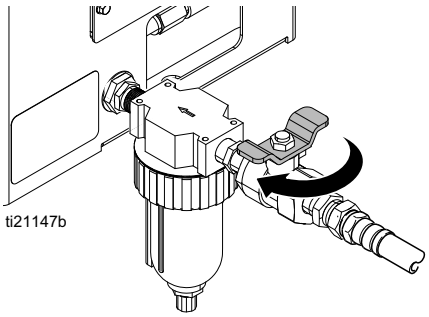

**FIG. 11**
12. Attach a 3/8 in. minimum air supply line to air filter. See FIG. 11.